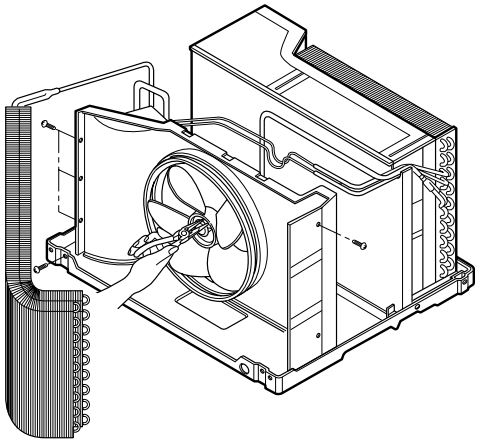

**Figure 7**
6. Remove the fan. (See Fig. 7)